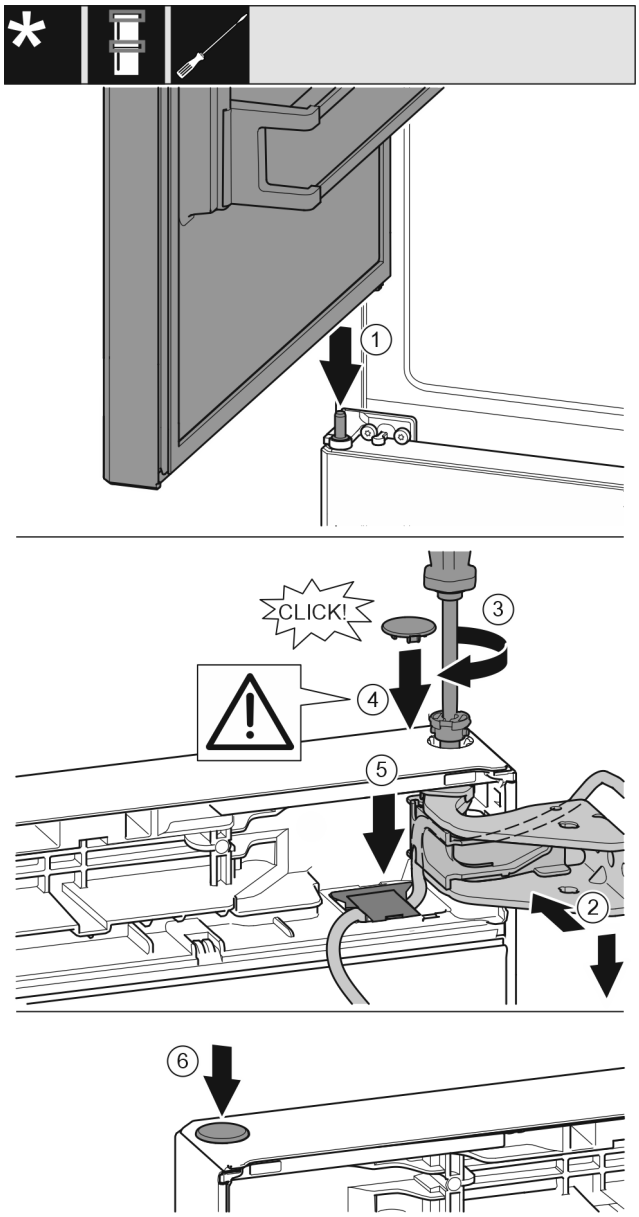

Fig. 30
- ▶ Τοποθετήστε την επάνω πόρτα στον μεσαίο πείρο *Fig. 30 (1)*
- ▶ Ευθυγραμμίστε την πόρτα επάνω με το άνοιγμα στο στήριγμα. *Fig. 30 (2)*
- ▶ Τοποθετήστε τον πείρο και σφίξτε με κατσαβίδι T15. *Fig. 30 (3)*
- ▶ Τοποθετήστε το κάλυμμα ασφάλισης για την ασφάλιση της πόρτας: Τοποθετήστε το κάλυμμα ασφάλισης και ελέγξτε εάν εφαρμόζει στην πόρτα. Διαφορετικά, τοποθετήστε ολόκληρο τον πείρο. *Fig. 30 (4)*
- ▶ Τοποθετήστε το κάλυμμα και πιέστε το προς τα κάτω μέχρι να κουμπώσει. *Fig. 30 (5)*
- ▶ Τοποθετήστε την τάπα. *Fig. 30 (6)*